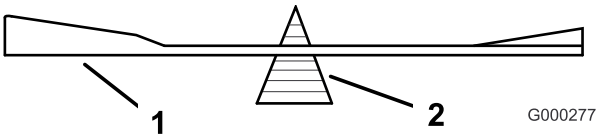

**Figure 93**
2. Check the balance of the blade by putting it on a blade balancer (Figure 93).
3. If the blade is not balanced, file some metal off the end of the sail area only (Figure 93).